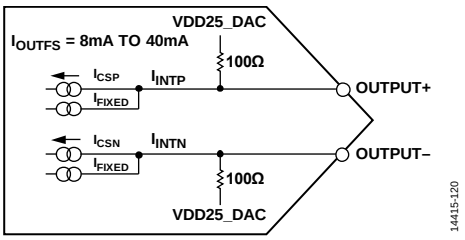

*Figure 135. Equivalent DAC Output Circuit*
The AD9163 provides complementary current outputs, OUTPUT+ and OUTPUT−, that sink current from an external load that is referenced to the 2.5 V VDD25_DAC supply. Figure 135 shows an equivalent output circuit for the DAC. Compared to most current output DACs of this type, the outputs of the AD9163 consists of a constant current ($I_{FIXED}$), and a peak differential ac current, $I_{CS}$ ($I_{CS} = I_{CSP} + I_{CSN}$). These two currents combine to form the $I_{INTx}$ currents shown in Figure 135. The internal currents, $I_{INTP}$ and $I_{INTN}$, are sent to the output pin and to an input termination resistance equivalent to 100 Ω pulled to the VDD25_DAC supply ($R_{INT}$). This termination serves to divide the output current based on the external termination resistors that are pulled to VDD25_DAC.
The example shown in Figure 135 can be modeled as a pair of dc current sources that source a current of $I_{OUTFS}$ to each output. This differential ac current source is used to model the signal (that is, a digital code) dependent nature of the DAC output. The polarity and signal dependency of this ac current source are related to the digital code (F) by the following equation: